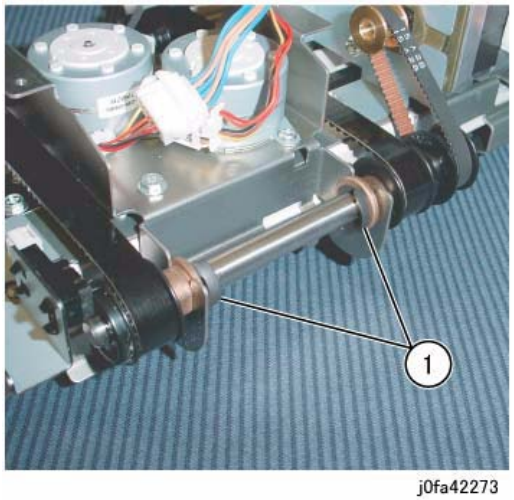

Figure 2 Removing the KL-Clips
6. Remove the KL-Clips from the Eject Shaft (Figure 2):